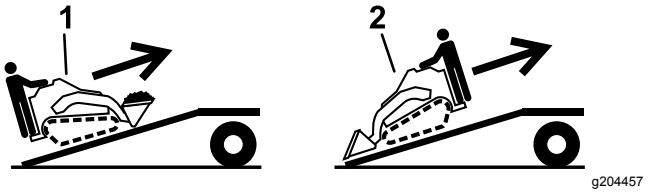

Rysunek 35
5. Załadunek maszyny na przyczepę wykonuj tak, aby cięższa jej strona była po wyższej stronie pochylni, ładunek przewoź nisko (Rysunek 35).
1. Obniż pochylnię i upewnij się, że kąt pochylni względem podłoża nie przekracza 15 stopni (Rysunek 35).